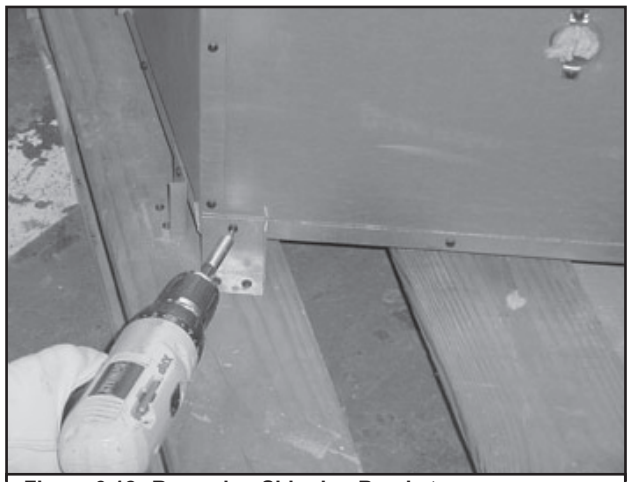

Figure 3.12 Removing Shipping Brackets
- Remove shipping brackets as shown in Figure 3.12. Replace the screws removed from the fireplace.
The fireplace is attached to pallet with two brackets on each side and rear of outer shell. See Figure 3.12.